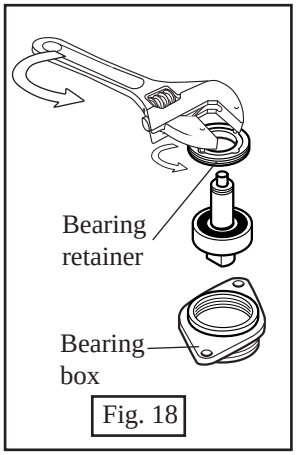

Fig. 18
(2) Mount the spindle with ball bearing 6201ZZ to the bearing box. Secure the ball bearing 6201ZZ with bearing retainer by turning it anti-clockwise. See Fig. 18.